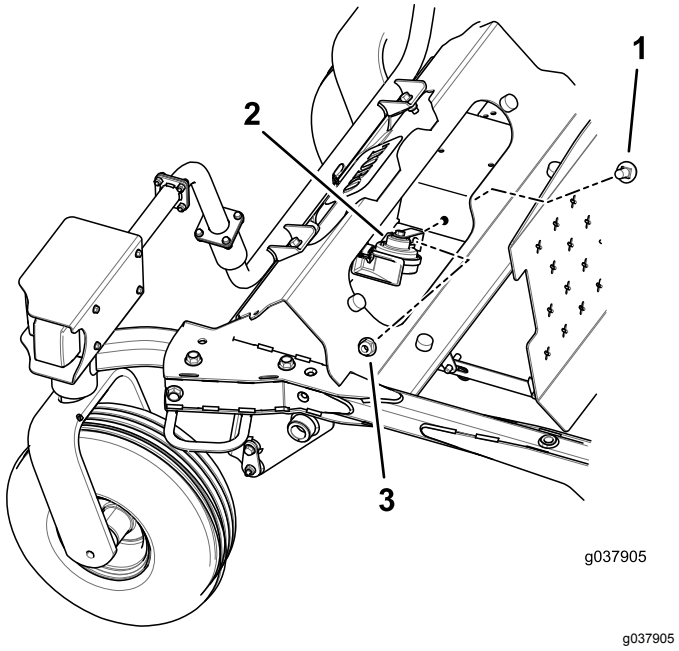

Rysunek 14
Zamontuj sygnał dźwiękowy w sposób pokazany na Rysunek 14.
1. Przewlecz wiązkę przewodów z przekaźnikiem przerywacza do pokrywy bocznej, w miejsce gdzie główna wiązka zostaje wpuszczona pod panel (Rysunek 14).